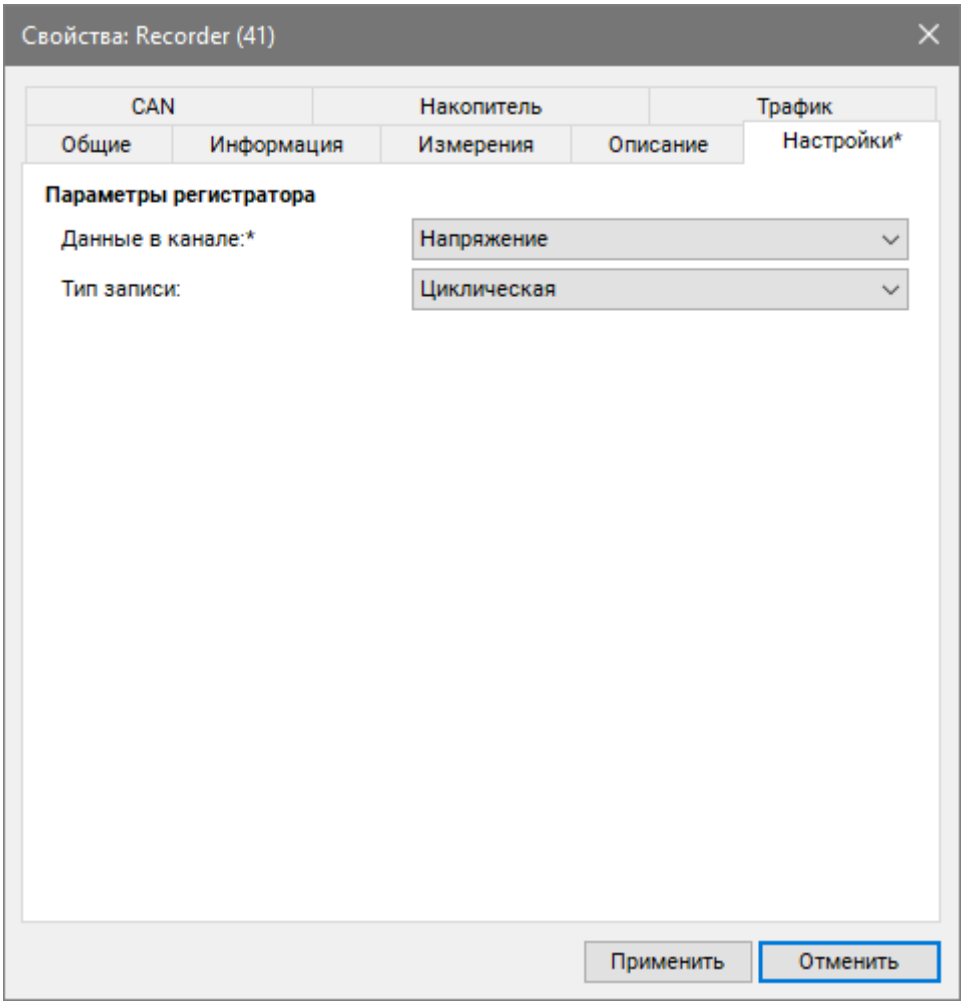

Рис. 5.13 Вкладка «Запись» ZET 7173
- во вкладке «Настройки» в поле «Тип записи» следует выбрать соответствующий тип записи: циклическая или линейная (*Рис. 5.13*). Тип записи «Циклическая» выбирается, когда необходима автоматическая перезапись старых файлов новыми, в случае если закончится свободное место на карте памяти регистратора. При выборе типа записи «Линейная» перезапись файлов производиться не будет, а будет прерываться, когда закончится свободное место на карте памяти регистратора.